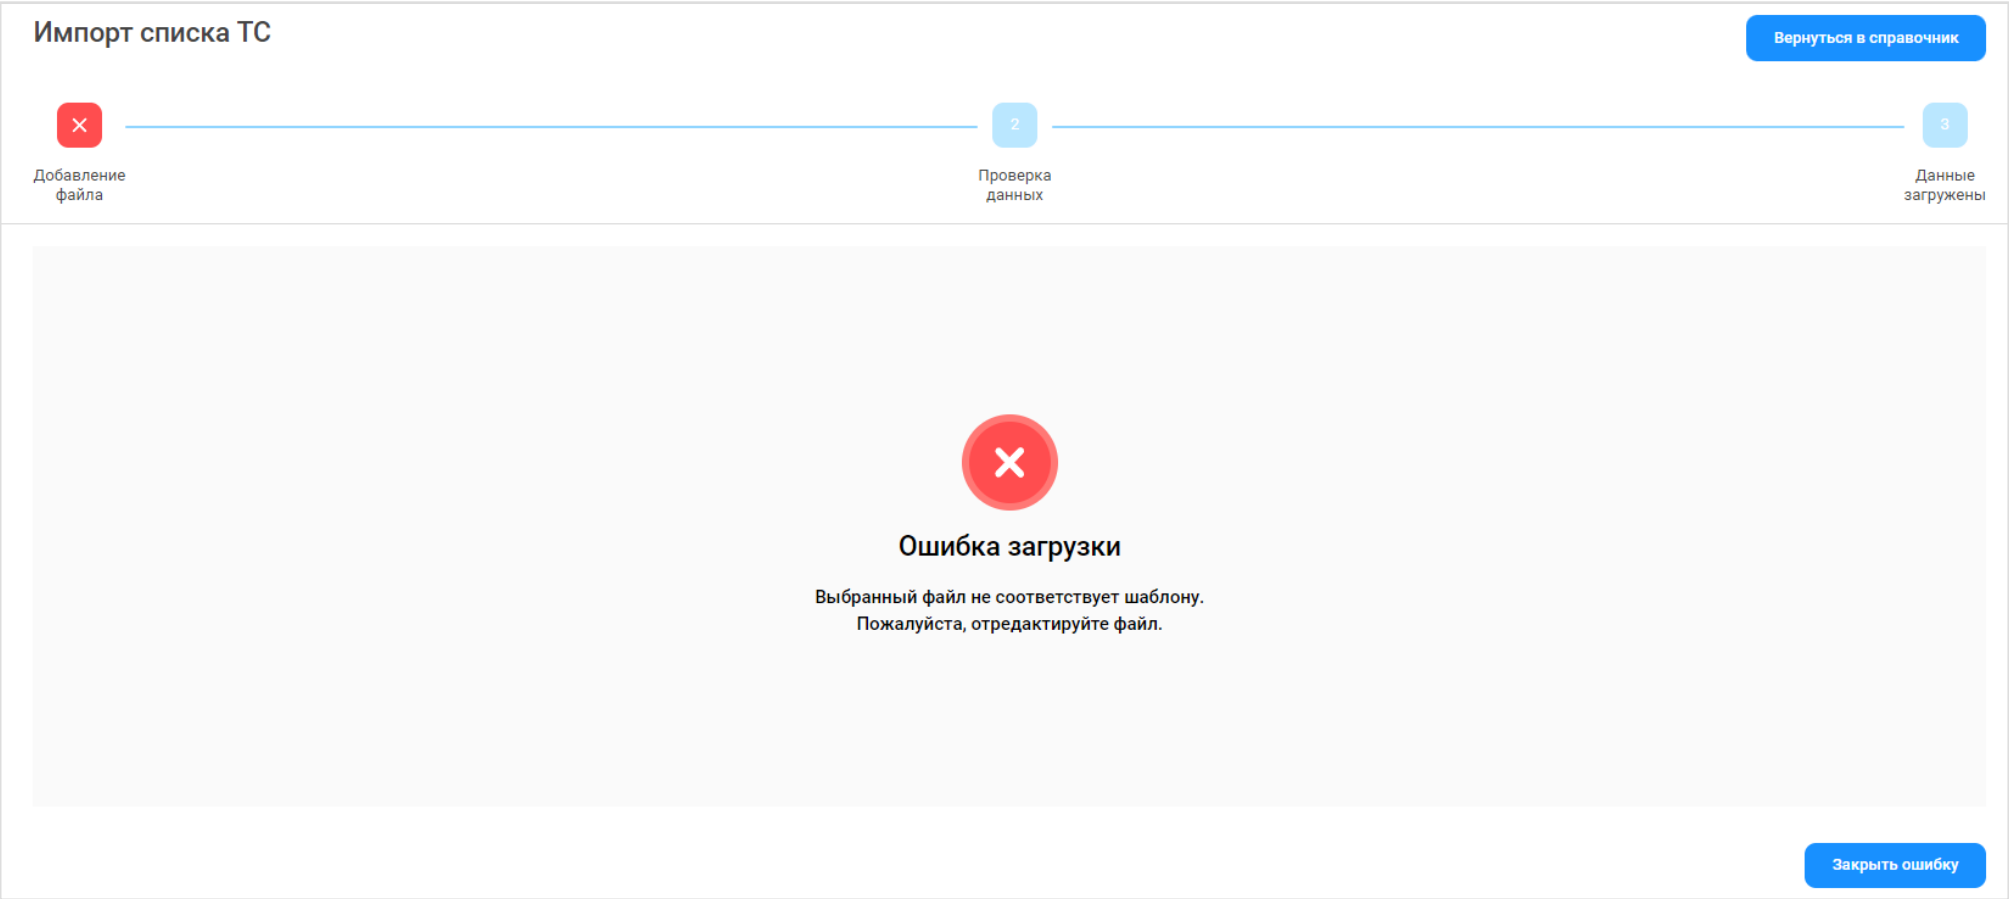

Рисунок 46 - Несоответствие загружаемого файла установленному шаблону
– Ошибка загрузки о несоответствии загружаемого файла установленному шаблону (Рисунок 46 - Несоответствие загружаемого файла установленному шаблону). В случае появления данной ошибки, необходимо нажать кнопку «Закрыть ошибку» и повторно выбрать